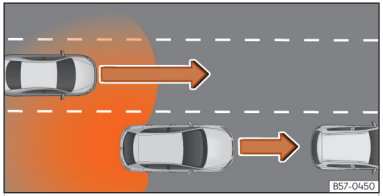

Abb. 115 Überholen mit Verkehr im hinteren Bereich.
- Bei einer Überholung durch ein anderes Fahrzeug ››› (Abb. 115).